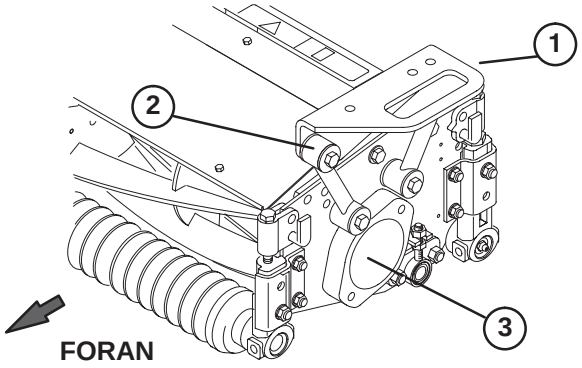

Figur 18
4. Fest hver monteringskobling til bærerammen med en hodeskrue på 3/8–16 x 2–1/4 tommer, 2 flate skiver og en låsemutter som vist på figur 18. Plasser en skive på hver side av koblingen når du monterer. Stram til med et moment på 42 Nm.